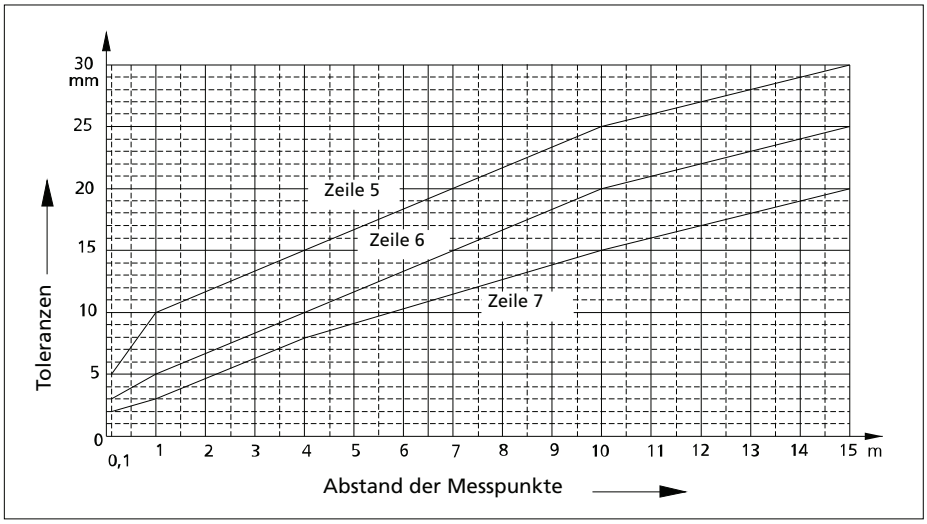

Abb. 11.2
* Zwischenwerte der Abb. 11.2 entnehmen und auf ganze mm runden